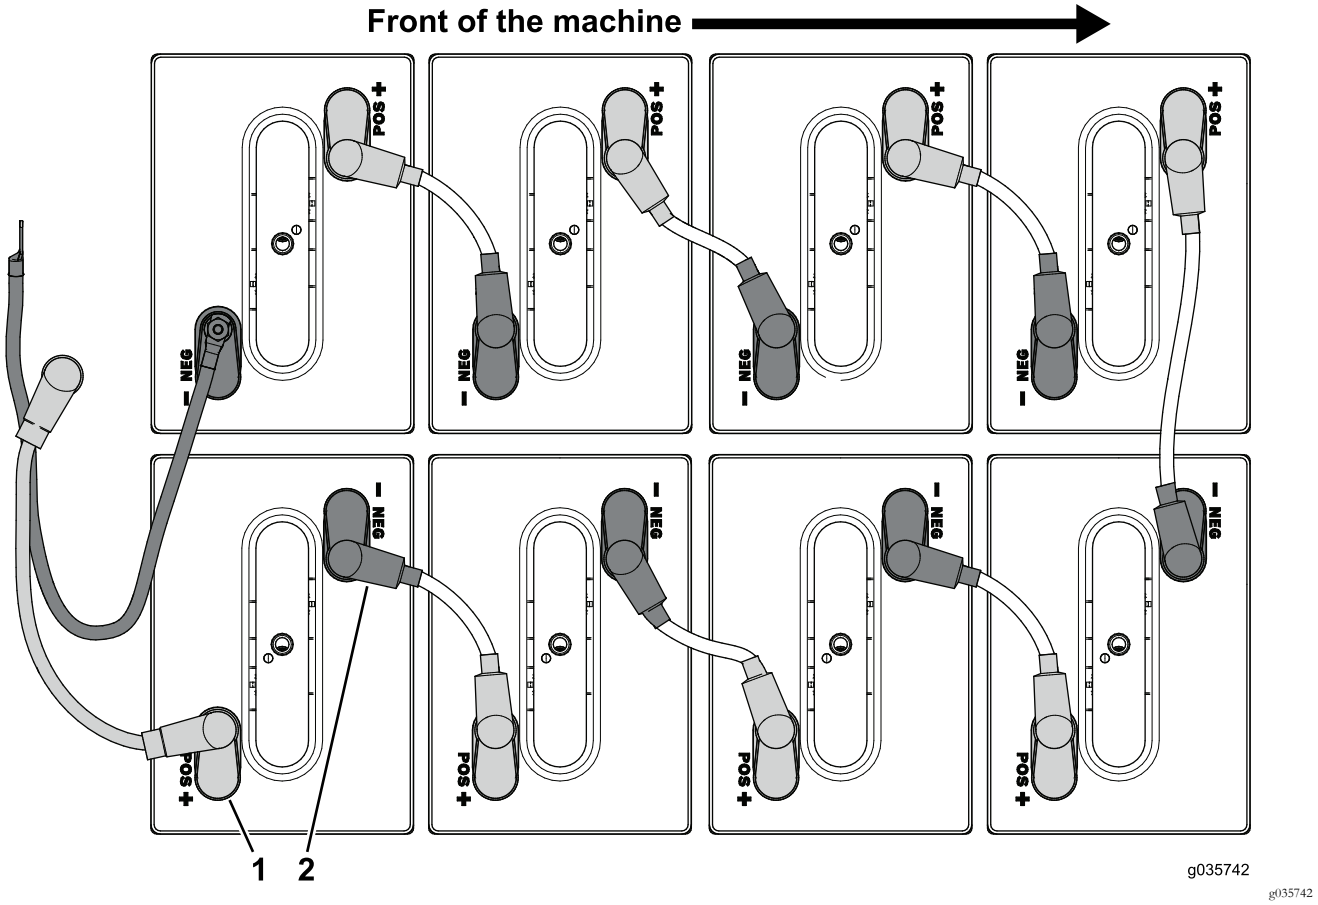

Рисунок 57
3. Отсоедините кабели аккумуляторных батарей, подсоединенные к положительным (+) клеммам на аккумуляторных батареях в переднем поддоне (Рисунок 57).
4. Отсоедините кабели аккумуляторных батарей, подсоединенные к отрицательным (-) клеммам на аккумуляторных батареях в переднем поддоне (Рисунок 57).